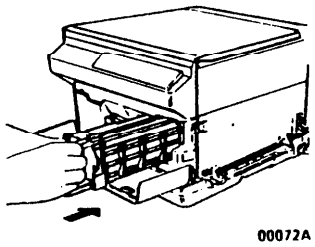

Рис. 13
7. (Рис. 13): ввести гильзу с тонером в аппарат - она должна зафиксироваться со щелчком.